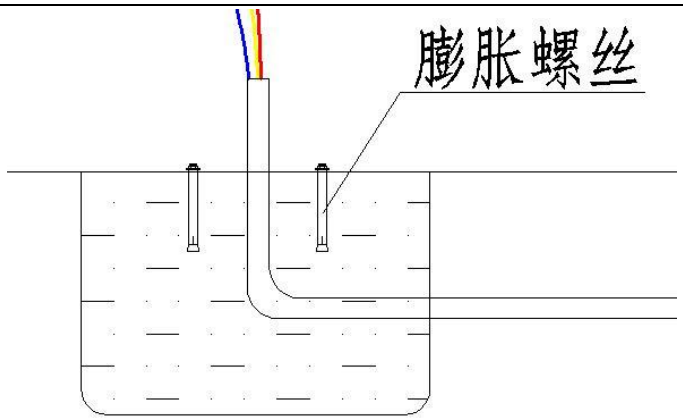

图 6
4、测量好灯架安装孔位，在预浇好的水泥基上画出打固定螺丝孔位，在用 12MM 的冲击钻打灯杆对应数量的孔数，装上 M10 的膨胀螺丝，如图 6。